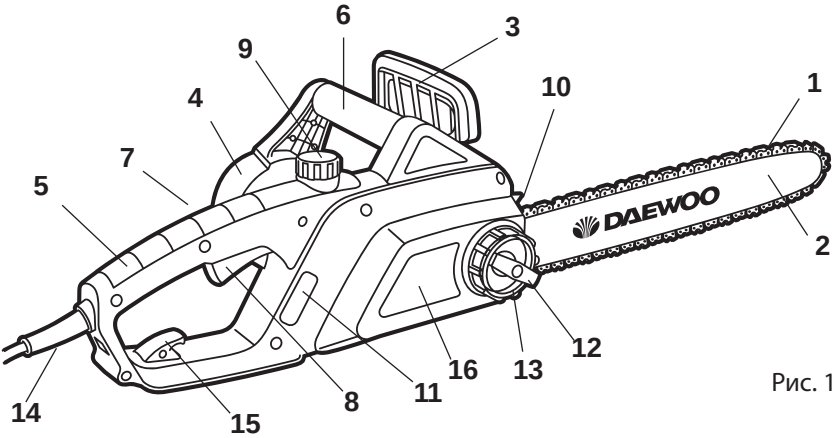
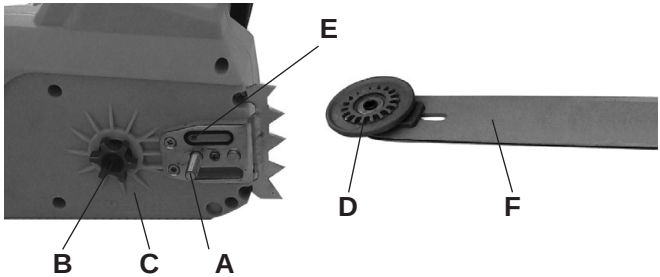

Рис. 1
Рис. 2
1. Установите тормоз цепи 3 (Рис. 1) в нерабочее положение, потянув на себя в направление к передней ручке.
2. Открутите ручку фиксации защитной крышки 12 (Рис. 1) и кольцо регулировки натяжения 13 (Рис. 1)
3. Снимите защитную крышку 16 (Рис. 1)
4. Наденьте на шину F (Рис. 2) пильную цепь 1 (Рис. 1), проверив правильность расположения зубьев цепи.
1. Для заполнения масляного бака откройте крышку 9 (Рис.1), при этом следите, чтобы в бак не попала грязь. Заполните бак маслом. Удалите остаток масла с горловины и из внутренней полости крышки. В крышке имеется воздушный клапан при засорении которого насос не работает. Следите, чтобы при эксплуатации пилы этот клапан оставался чистым.
2. Закройте плотно крышку. Во время работы периодически обращайте внимание на уровень масла через окно контроля уровня масла 11 (Рис.1).
В случае, если следов масла не видно, необходимо прочистить в корпусе редуктора выходное отверстие для масла E (Рис.2) и соответствующее отверстие в шине E1.